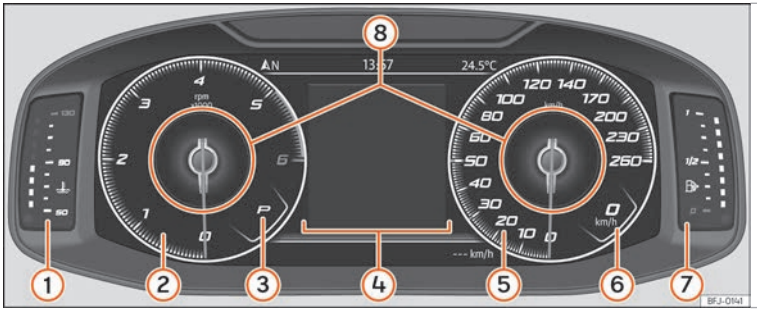

Abb. 71 SEAT Digital Cockpit in der Schalttafel (klassische Ansicht).
Die in der *Klassischen Ansicht* und in der Ansicht *Halbkreisförmige Instrumente* angezeigten Informationen können in den **Informationsprofilen** **››› Abb. 71** ⑧ personalisiert werden.
Die Zeiger der Umdrehungen pro Minute und der Geschwindigkeitsmesser werden über die gesamte Länge angezeigt ››› Abb. 71.